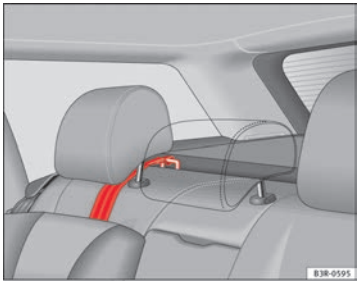

Fig. 35 Retainer strap: correct adjustment and fitting
– Lead the Top Tether fastening belt under the rear seat head restraint ⇒ Fig. 35 (lift the head restraint where necessary).